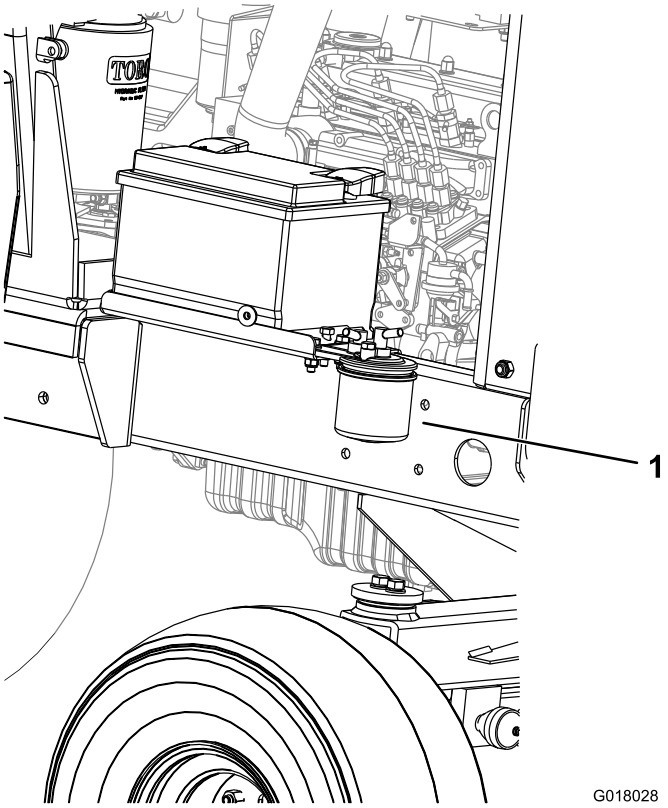

Figur 52
1. Plasser en ren beholder under drivstoffilterbeholderen (Figur 52).